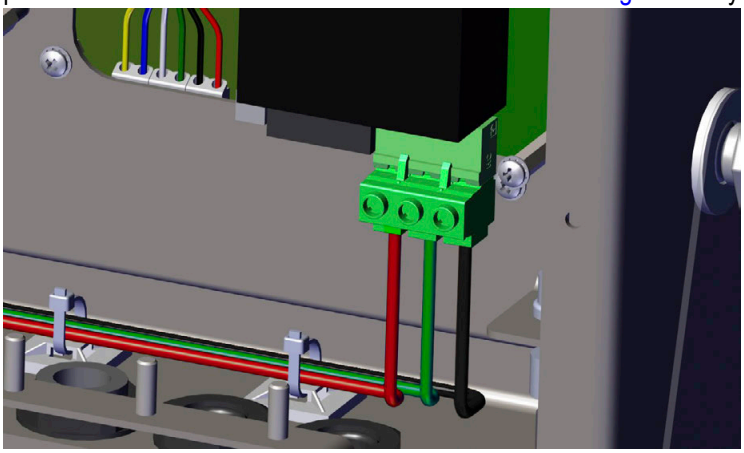

*Figura 2-22. Conexión del cableado de alimentación de CC*
2. Tienda los otros tres hilos por la parte posterior del indicador y conéctelos al conector de tres clavijas (N.º de ref. 15888) que se conecta a la placa de la fuente de alimentación como se muestra en la Figura 2-22 y la Tabla 2-3 en la página 23.